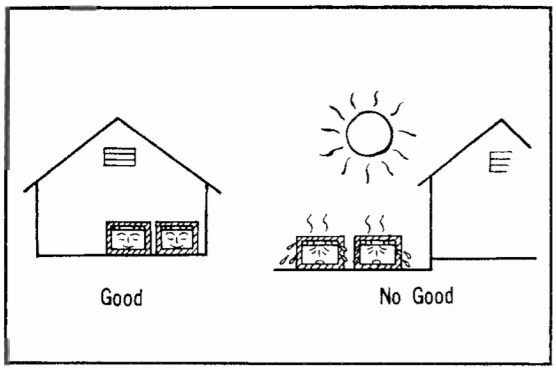

Fig. 5.42
b. The batteries should be stored without unpacking carton in a dark, dry, cool place where the temperature is constant and does not exceed 120°F (49°C). **(Fig. 5.42)**